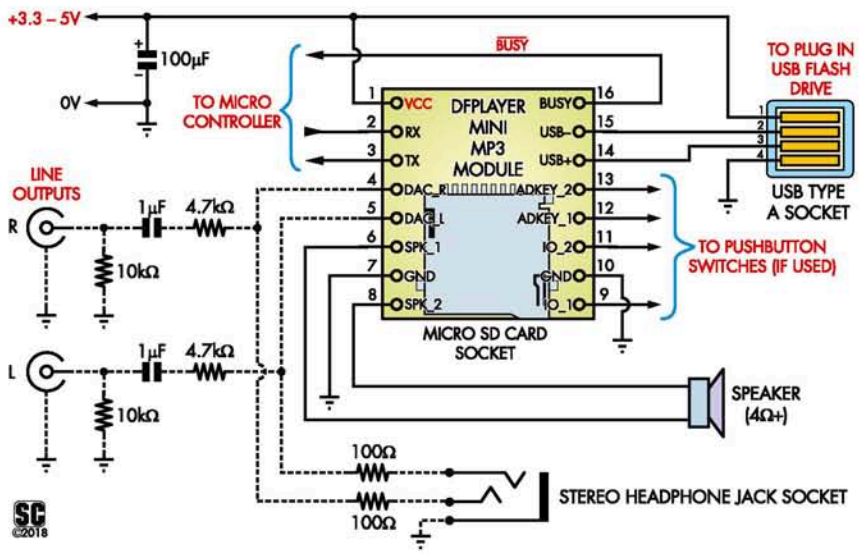
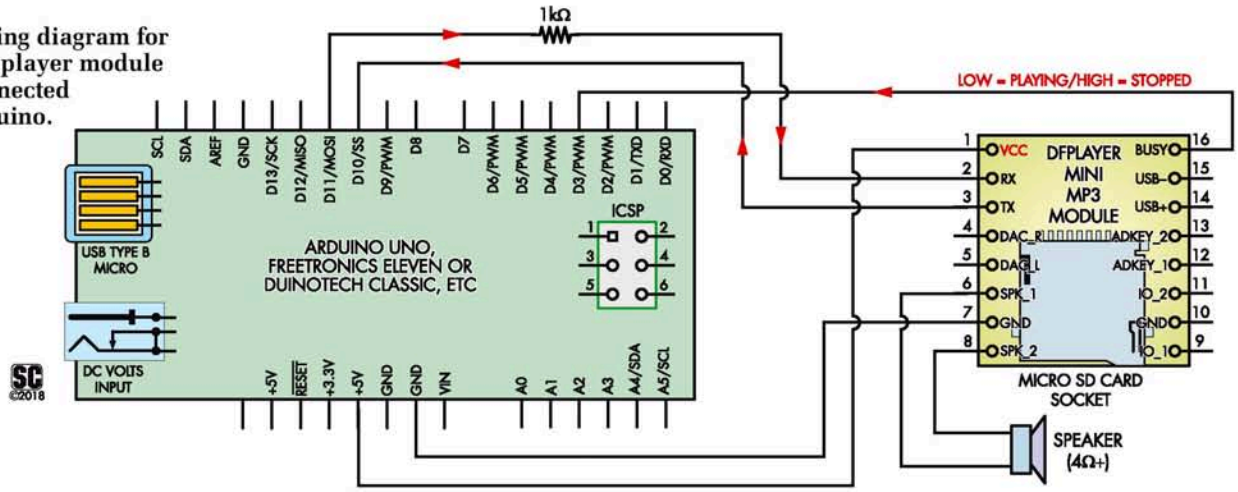

Fig.2: This shows how to connect the audio player module for playback to a speaker, headphones or other audio devices via the level outputs.
Fig.5: wiring diagram for the audio player module when connected to an Arduino.
Fig.2 shows how to wire up the DFPlayer Mini module. The speaker (if used) connects directly between the SPK_1 and SPK_2 pins (6 and 8) while the module's power supply (3.3-5.2V DC) is fed to pin 1 (V_{CC}) and pins 7/10 (GND).
Otherwise, its operation can be controlled entirely from an Arduino, a Micromite or many other kinds of microcontroller, using the UART serial port lines at pins 2 (RX) and 3 (TX), along with the BUSY signal from pin 16. This configuration is shown in Figs.5 & 6.
For example, you can use it to play files from a USB thumb drive by connecting up a Type A USB socket as shown at the top right of Fig.2, with pin 1 connected to the +5V supply, pins 2 and 3 to pins 15 (USB-) and 14 (USB+) of the module, and pin 4 to the module ground (pins 7 or 10).
Fig.5 shows the connections for controlling the module from an Arduino. It's powered from the Arduino's 5V supply, which is fed to its V_{CC} pin (pin 1). For serial communications, we're using Arduino digital I/O pins 10 and 11, which are driven by the SoftwareSerial library code.
For clarity, Fig.5 does not show a USB socket, headphone socket, line outputs etc, which were shown in Fig.2. But these can certainly be included if you need those functions.
Pins 9 and 10 of the Micromite are the TX and RX pins for the Micromite's COM2 serial port. The remaining connection is from the $\overline{\text{BUSY}}$ pin (16) of the module to pin 24 of the Micromite, again to provide a playing/not playing signal. And again, for clarity, Fig.6 leaves out any extra connections you may wish to make to the DFPlayer module, like those shown in Fig.2.